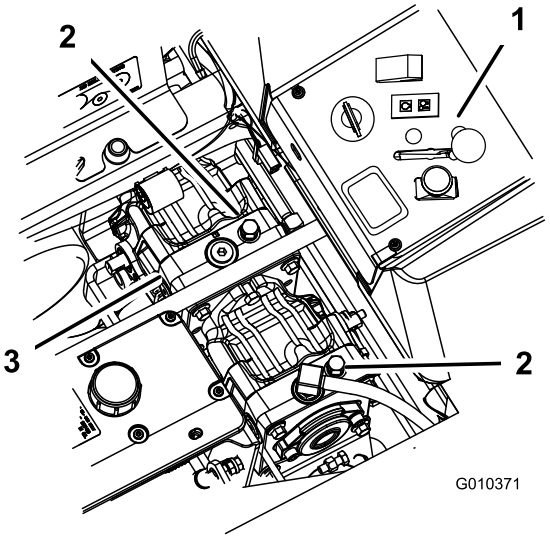

Figur 31
2. Drei omløpsventilene mot klokken én omdreining for å dytte. Dette tillater at hydraulikkvæsken passerer gjennom pumpen, og at hjulene ruller (Figur 31).
Drei omløpsventilen én gang med klokken for å bruke maskinen (Figur 31).